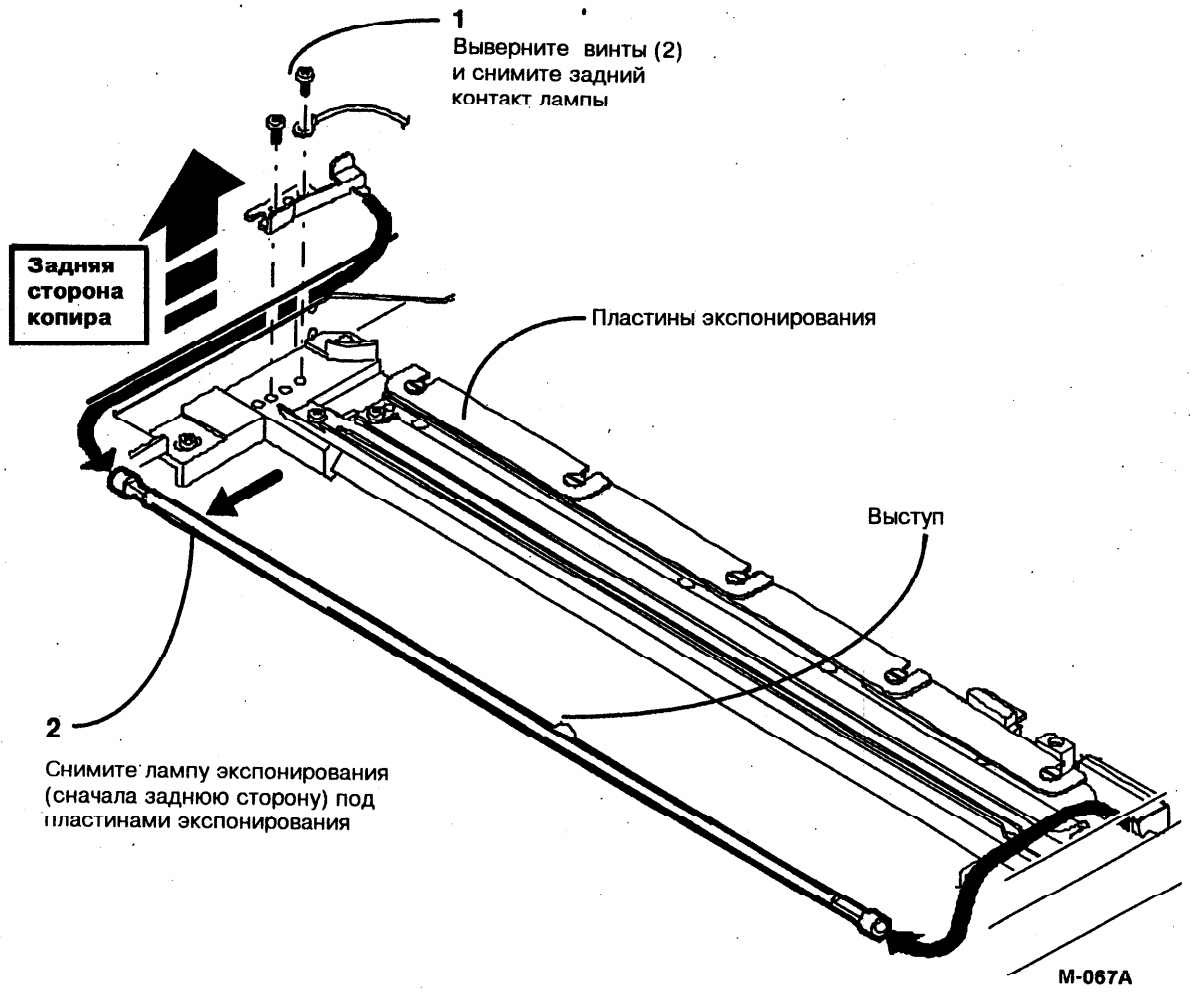

Рис. 2. Снятие лампы экспонирования
3. (Рис.2): Снимите лампу экспонирования.
1. (Рис.2): Установите лампу так, чтобы выступ был повернут вверх.